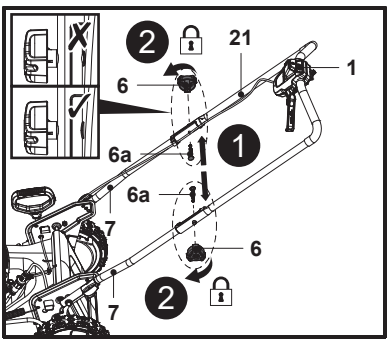

Fig. 3
1. Maintenir le guidon supérieur (5) de façon à ce qu'il soit positionné avec l'interrupteur de sécurité (1) orienté vers le haut.
2. Aligner les trous de montage du guidon supérieur (5) sur ceux des guidons inférieurs (7).
3. Faire passer les boulons de fixation (6a) dans les trous de montage jusqu'au bout (Fig. 3, étape 1).
4. Fixer le guidon supérieur (5) aux guidons inférieurs (7) en tournant le bouton de serrage (6) dans le sens horaire sur le filetage du boulon de fixation (6a) pour le serrer (Fig. 3, étape 2).
5. S'assurer que le cordon de commande (21) passe sur la partie supérieure du guidon supérieur (5) et du guidon inférieur (7).